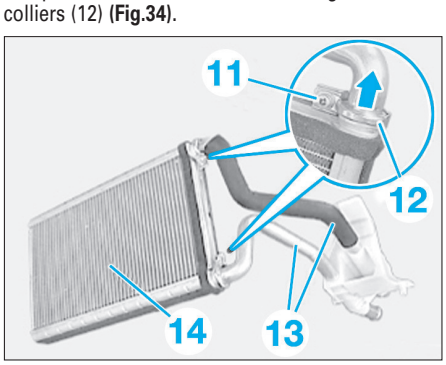

Fig. 34
• Déposer les vis (6) et retirer le couvercle.
• Déverrouiller et débrancher le connecteur (7).
• Extraire le chauffage additionnel électrique (8) dans le sens de la flèche.
• Dégager le radiateur de chauffage (9) du bloc de chauffage/climatisation (10).
• Déposer les vis (11) et soulever légèrement les colliers (12) **(Fig.34)**.